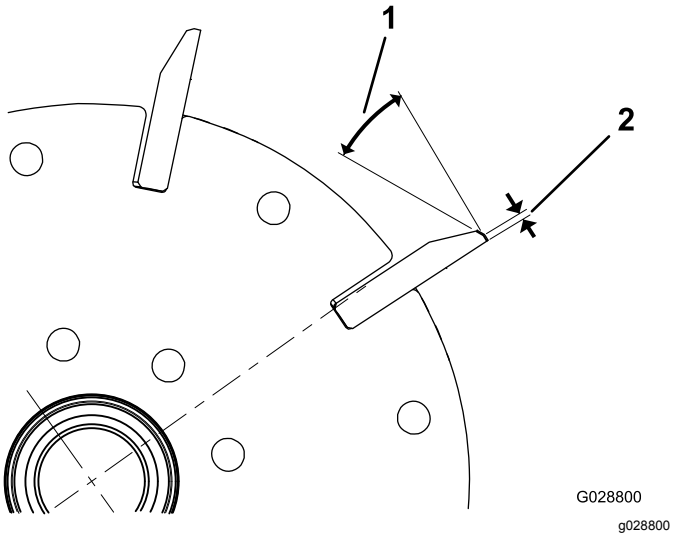

Figuur 64
1. Slijp alle messen onder een hoek van 30 graden tot de platte zijkant 1,3 mm breed is (Figuur 64).